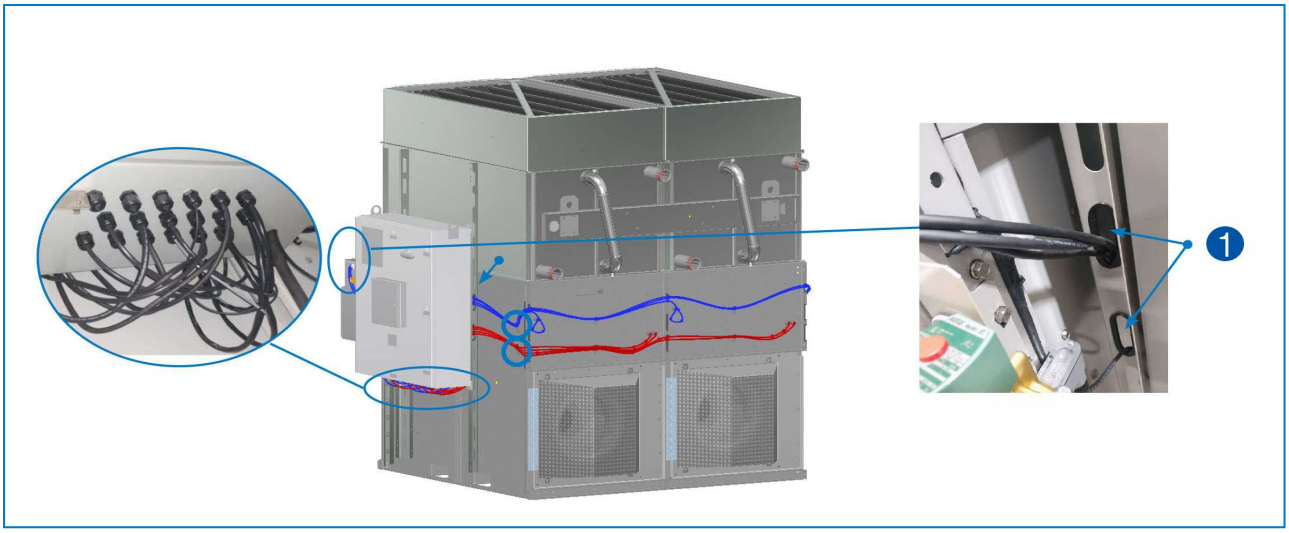

Рис. 17. Подключение к панели системы управления iPilot™ — 1. Крепежный паз с овальным отверстием с подточенной кромкой.
6. Проложите провод электропитания вентилятора через нижнее овальное отверстие с подточенной кромкой в крепежном пазу панели управления. Пропустите каждый провод через кабельный ввод в нижней части панели управления, затем подключите каждый соединитель провода к соответствующей позиции клеммной коробки. См. рисунок 17.
7. Проложите провод связи и провод компонента для вентилятора через нижнее овальное отверстие с подточенной кромкой в крепежном пазу панели управления. Пропустите каждый провод через кабельный ввод в нижней части панели управления, затем подключите каждый соединитель провода к соответствующей позиции клеммной коробки. См. рисунок 17.